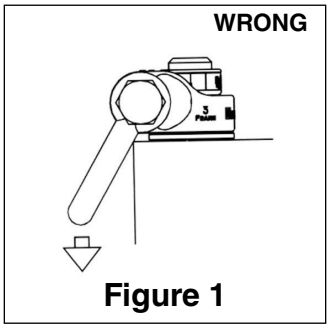

Figure 1
- Apply partial load and check proper rotation and alignment of shackle. There should be no interference between load (workpiece) and hoist shackle (See Figure 1 and Figure 3).